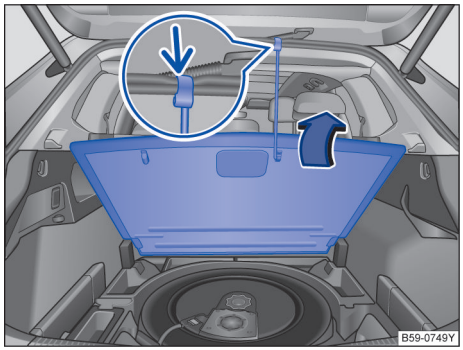

图 196 行李厢内：向上翻起行李厢地板
– 将行李厢地板挂钩挂在上面的卡凸→ 图 196（放大图）固定住为止。
– 打开时，用手抓住行李厢地板内的槽形拉手，将行李厢地板挂钩挂在上面的卡凸→ 图 196（放大图）固定住为止。